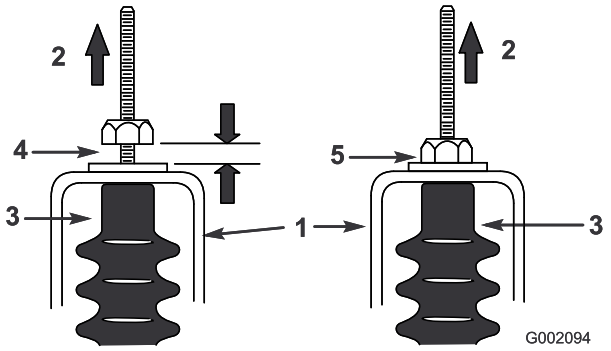

**Figur 36**
5. Dra alla växelkablar uppåt för att säkerställa ett avstånd på 0,76–1,54 mm mellan muttern/brickan och neutrallägesfästet (Figur 36). Justera annars muttrarna för att erhålla ett avstånd på 0,7–1,54 mm.